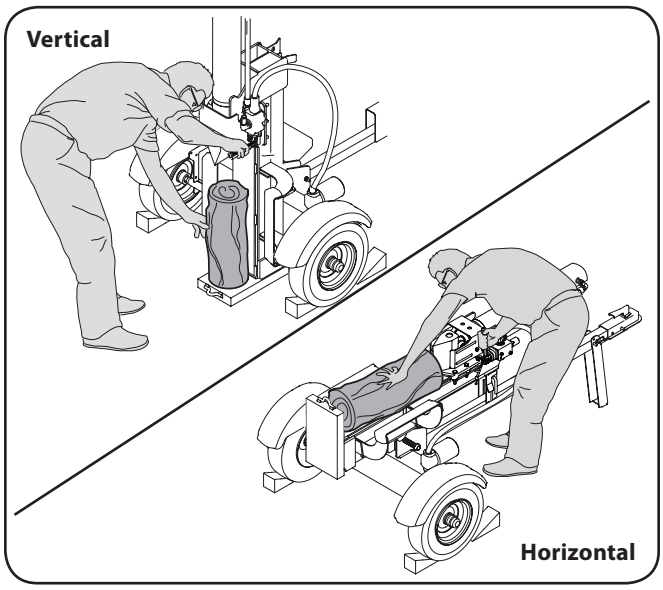

Figure 2-1
6. Always operate this machine from the operator zone(s) specified in the manual. See Fig. 2-1.
a. Horizontal Operating Position: Stand on the control lever side of the log splitter and stabilize log as shown, if needed. See Fig. 2-1.
b. Vertical Operating Position: Stand in front of the log splitter and stabilize log as shown, if needed. See Fig. 2-1.